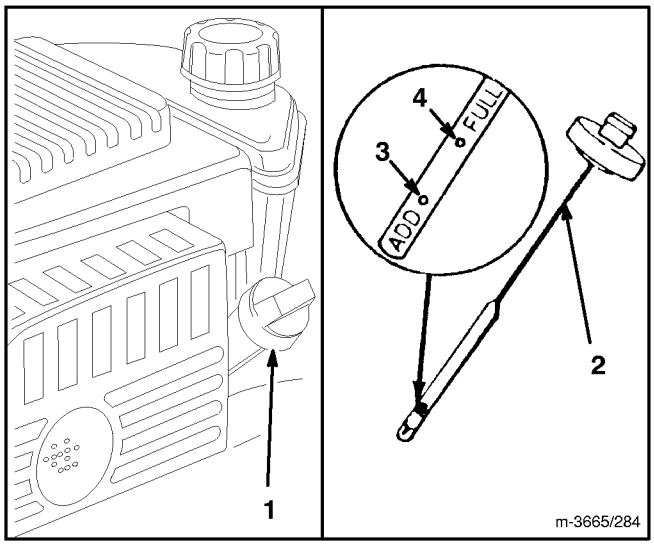

Abbildung 9
Das Kurbelgehäuse mit Ol vom Typ SAE 30 oder 10W30 füllen, bis der Ostand die Markierung VOLL auf dem Meßstab erreicht (siehe Abb. 9). Das Kurbelgehäuse faßt maximal 0,65 Liter Ol. Verwenden Sie qualitativ hochwertige Ole, die den API (American Petroleum Institute) Normen SF, SG, SH oder SJ entsprechen.
Vor jedem Gebrauch sicherstellen, daß sich der Olstand zwischen VOLL und NACHFULLEN befindet (Abb. 9). Ol nachfüllen, falls der Olstand zu niedrig ist.
3. Den Olmeßstab abwischen und in den Einfüllstutzen stecken. Die Verschlußkappe um eine Vierteldrehung drehen. Den Meßstab wieder herausziehen und den Olstand prüfen (Abb. 9). Ist der Olstand niedrig, den Olstand nur bis zur VOLL-Markierung auffüllen. **NICHT ÜBER DIE VOLL-MARKIERUNG ANFÜLLEN, DENN DER MOTOR KÖNNTE BEIM STARTEN BESCHÄDIGT WERDEN; ÖL LANGSAM EINFÜLLEN.**
1. OLSTAND PRUFEN—Olstand, wie auf dem Olmeßstab gezeigt, zwischen VOLL und NACHFULLEN halten (Abb. 9).